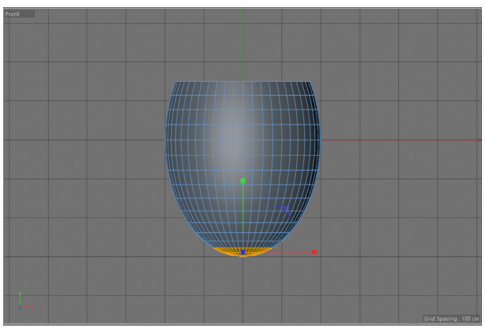
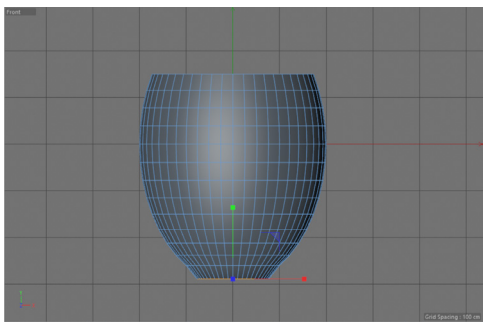

Figure 3-140 *Bottommost polygons selected*
Figure 3-141 *Selected polygons scaled along y-axis*
10. Choose the **Live Selection** tool and select the bottommost polygons of *vase*, as shown in Figure 3-140. Next, activate the **Scale** tool and scale these polygons along Y-axis, as shown in Figure 3-141.